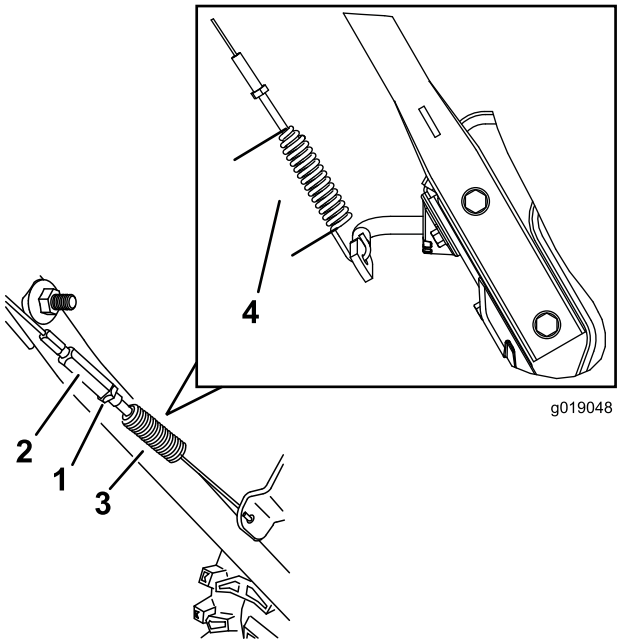

Rysunek 38
4. Dokręć przeciwnakrętkę (Rysunek 38), upewniając się, że linka jest lekko napięta.